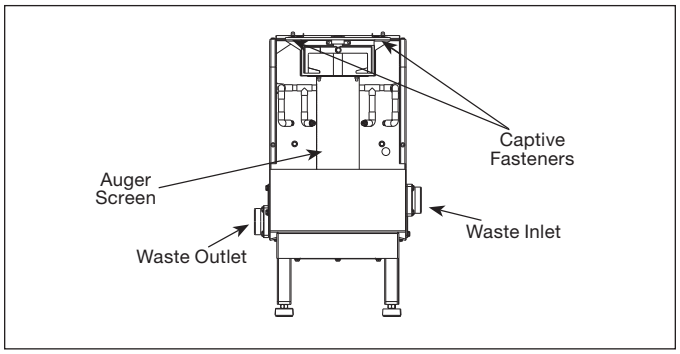

Figure 14. Cover Removed
B. Remove auger-bearing bracket by sliding the two captive fasteners inward and then pull bracket upward (see Figure 14).
C. Lift auger and screen up and then out (see Figure 14).